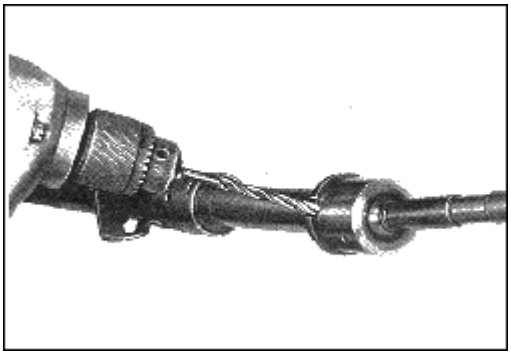

Abb. 8 Sicherungsstift - Spurstangen - Kugelkopfgehäuse ausbohren
3. Sicherungsstift von Kontermutter und Spurstangen - Kugelkopfgehäuse ausbohren, Abb.8.